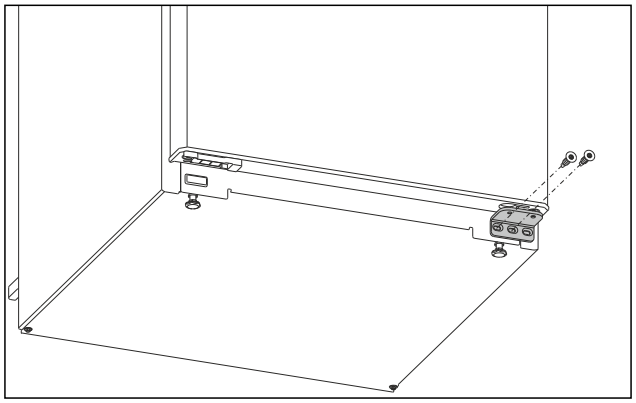

Fig. 6
- ▶ Izskrūvējiet vidējo skrūvi apakšējā gultņa balstā ar skrūvgriezi Torx 20. *Fig. 6 ()*
- ▶ Izskrūvējiet iekšējo skrūvi apakšējā gultņa balstā ar skrūvgriezi Torx 20. *Fig. 6 ()*